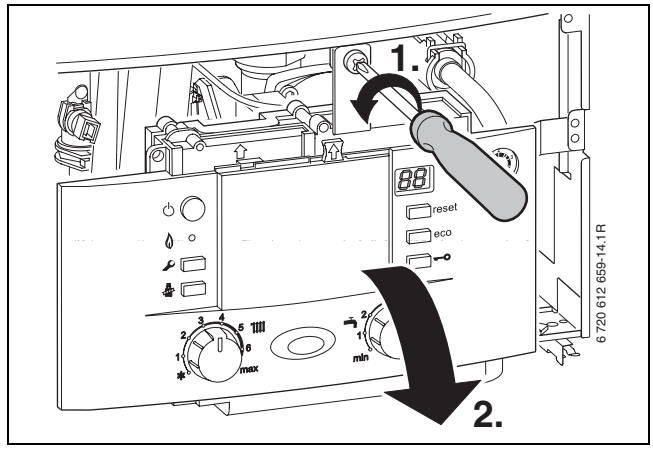

*Fig. 17*
- Svitare la vite di fissaggio (→ rif. 1, fig. 17) e far ruotare il cruscotto comandi verso il basso.